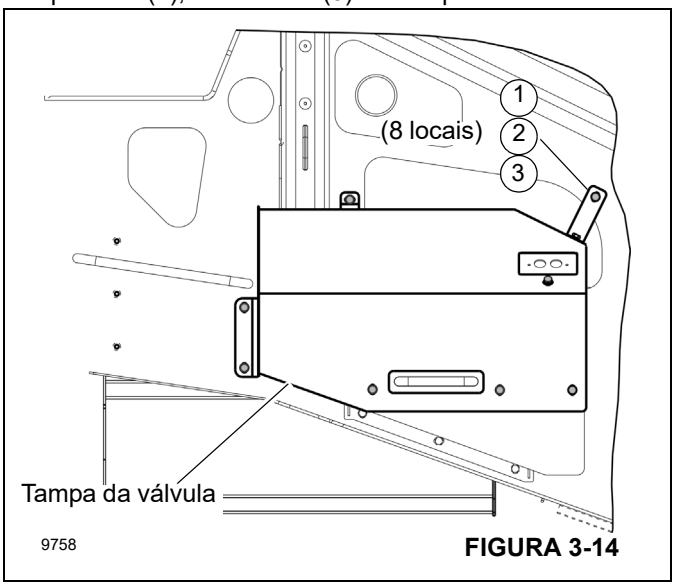

FIGURA 3-14
1. Remova os parafusos (1, Figura 3-14), as arruelas de pressão (2), as arruelas (3) e a tampa da válvula.
5. Quando a calibragem estiver concluída, instale a tampa da válvula usando arruelas (3, Figura 3-14), arruelas de pressão (2) e parafusos (1).